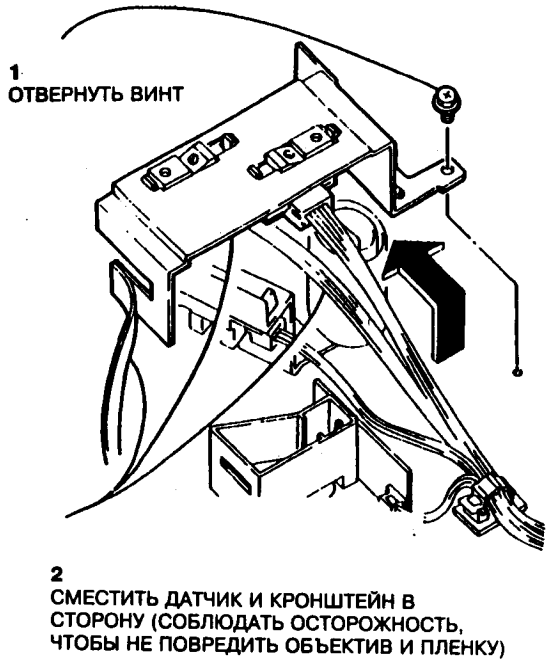

Рис.2 Снятие датчика размера оригинала
3. Снять датчик размера оригинала (рис.2).